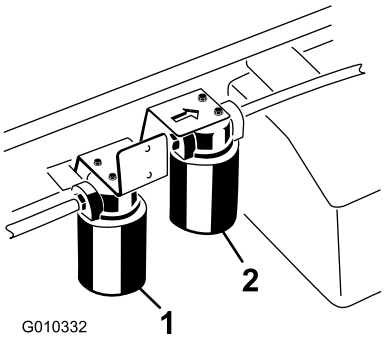

図 72
5. フィルタの下に廃油受けを置いてフィルタを外す図 72。
4. ハイフローフィルタを取り付けている周辺をウェスできれいにぬぐう図 72。